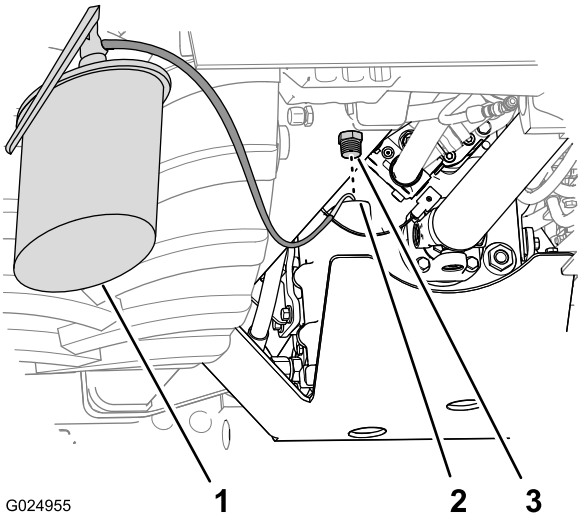

Rysunek 95
4. Napełnij skrzynię biegów odpowiednim olejem poprzez przyłącze do napełniania (Rysunek 95).